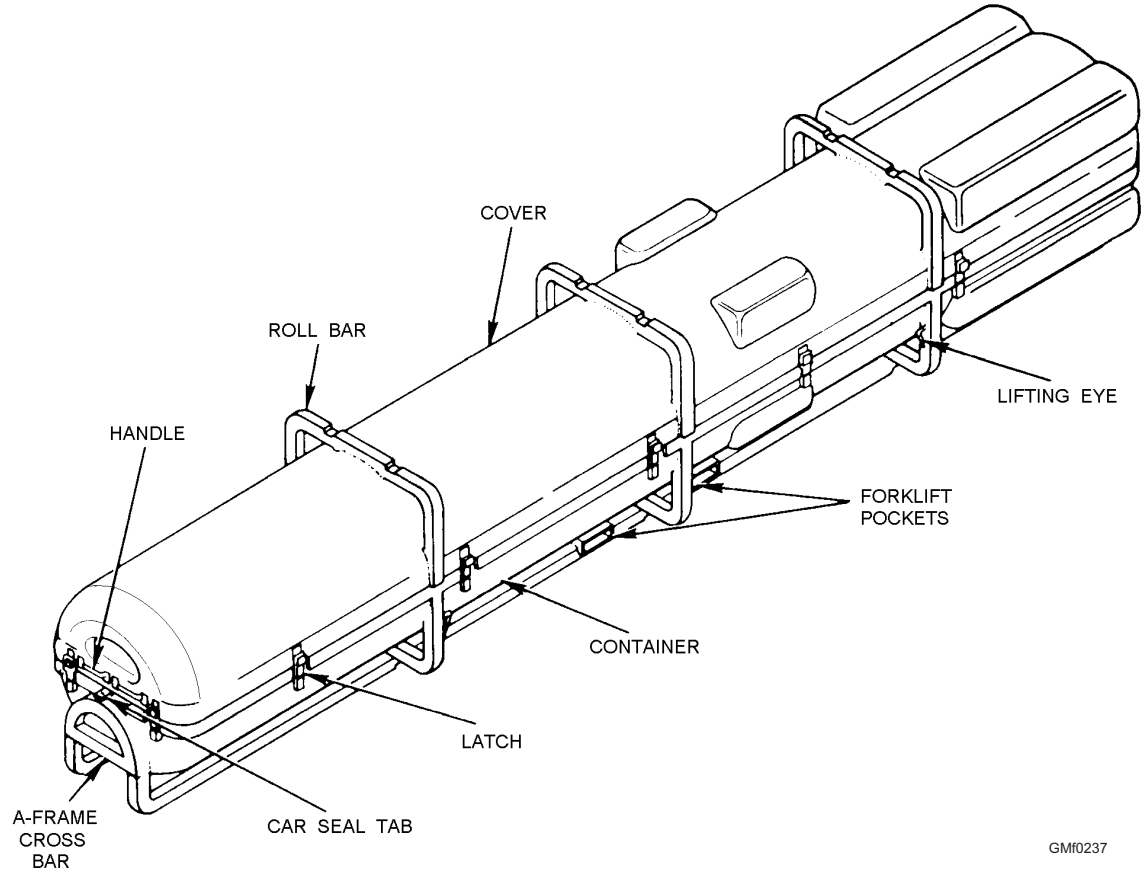

**Figure 2-37.—Mk 183 container for ASROC missiles.**
**MK 183 CONTAINER**.—The Mk 183 container is used to handle ASROC missiles. Figure 2-37 shows an external view of the container. Note the prominent extensions on the top cover. They accommodate the fins of the missile. This container may be handled by sling, forklift truck, and handlift trucks too.